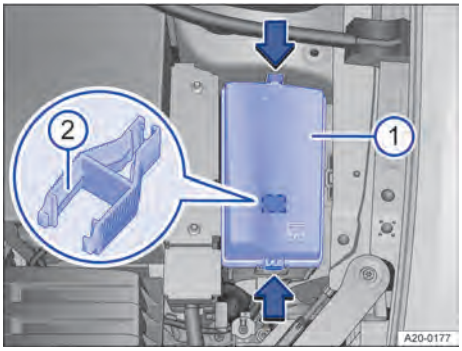

Fig. 196 En el vano delantero: caja de fusibles con pinzas de plástico.
① Caja de fusibles
② Pinzas de plástico
En la caja de fusibles puede haber unas pinzas de plástico para extraer fusibles → Fig. 196 ②.
2. Para desbloquear, presione los bloqueos en el sentido de las flechas → Fig. 196.
3. Retire la cubierta hacia arriba → Fig. 196 ①.